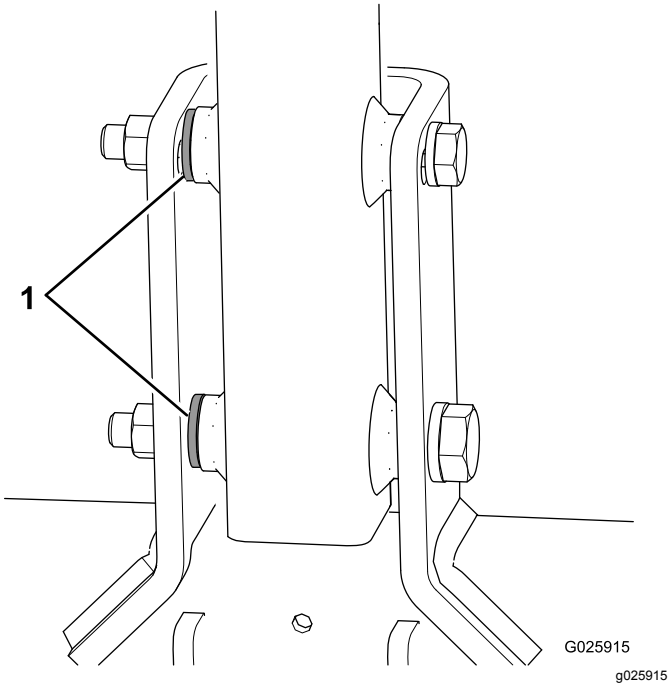

Figur 6
- Hvis maskinen har en tredje skive som følger med hver bolt, bruker du disse skivene som avstandsstykker mellom koblingen og innsiden av koblingsdreiebraketten (Figur 6).